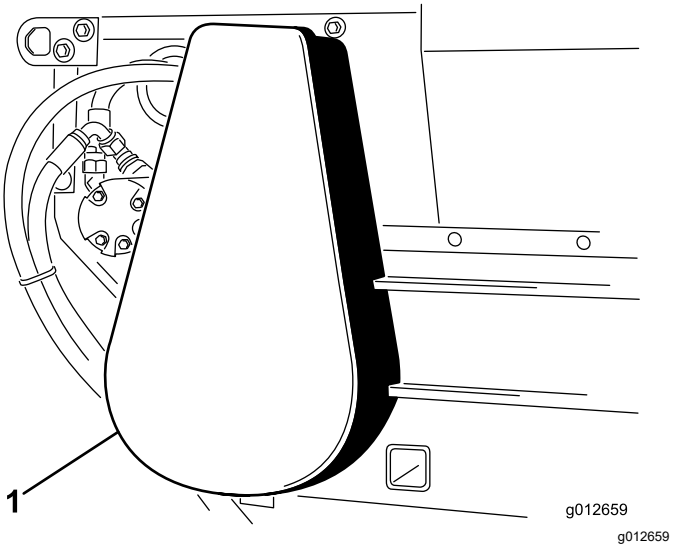

**Figur 23**
2. Fjern kjededekslet (Figur 23).
6. Monter kjededekslet (Figur 23).